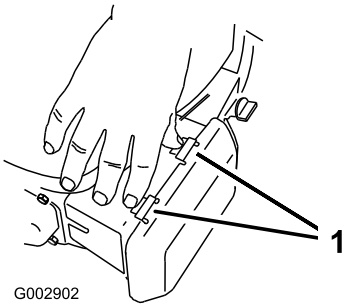

Figur 36
1. Tryck ned spärrflikarna på luftrenarkåpan (Figur 36).